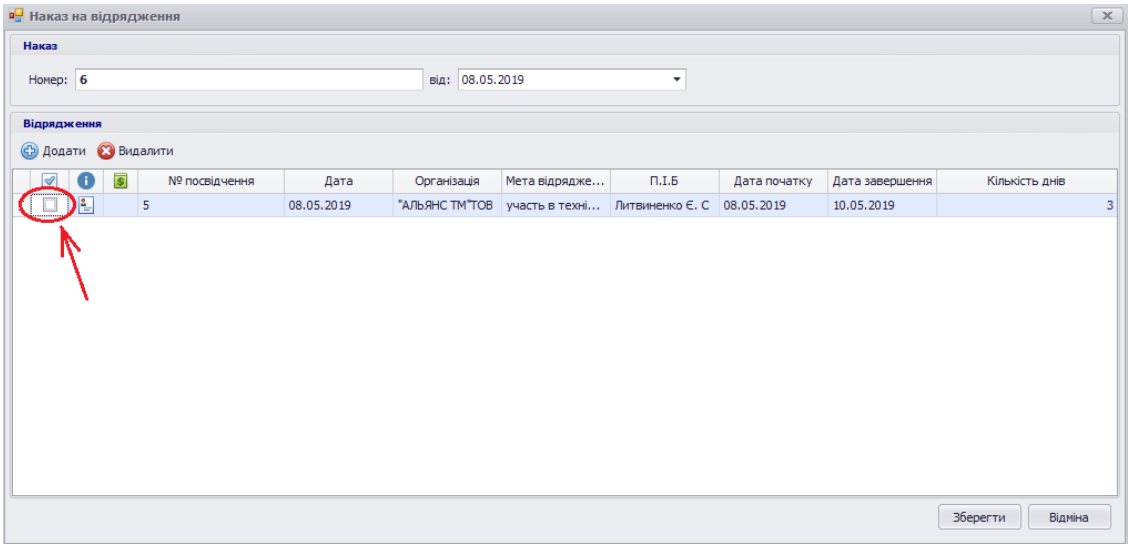
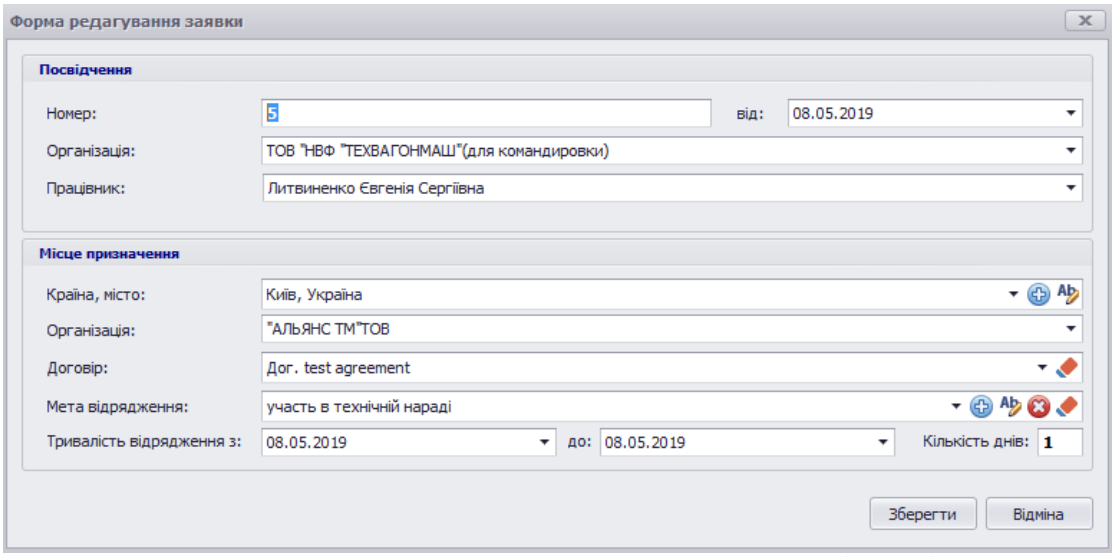

Рисунок 2.5 – Загальний вигляд «*Наказ на зміну терміну*»
Рисунок 2.6 – Загальний вигляд «*Форма редагування заявки*» на зміну терміну
- «*Наказ на зміну терміну*», після відкриття вікна необхідно у першому стовпці відмітити посвідчення (рис. 2.5), після відкриється вікно для редагування посвідчення (рис.2.6);